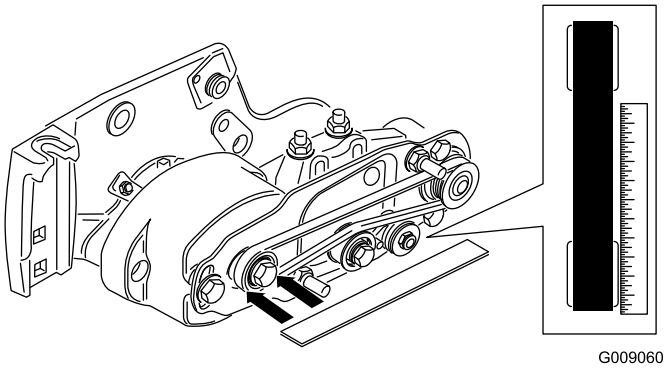

Figura 17
- Coloque una regla contra la cara exterior de la polea **motriz** (Figura 17). **No ponga la regla** sobre ambas poleas, motriz y arrastrada.